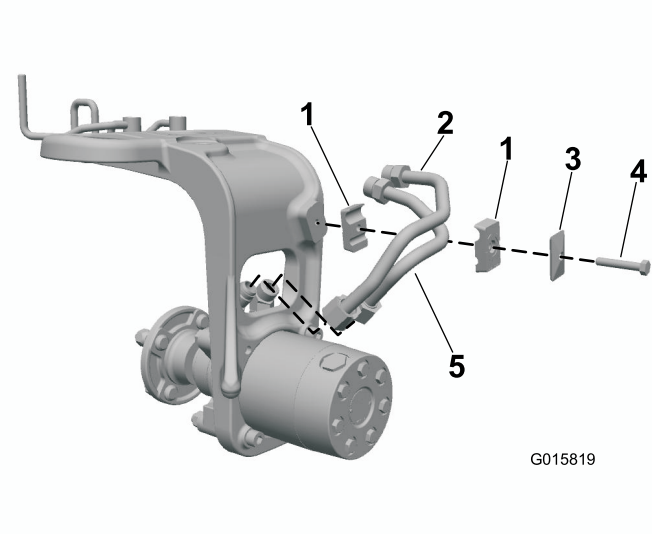

Figuur 6
1. Zet de stalen hydraulische leidingen losjes op de fittings van de wielmotor (Figuur 6).
2. Breng de pijpklem aan op de zwenkwielvork. Stel zo af dat de hydraulische fittings en pijpklemmen goed passen (Figuur 6).
3. Bevestig de pijpklemmen met een afdekplaat en een bout (5/16" x 1¾") zoals getoond in Figuur 6.